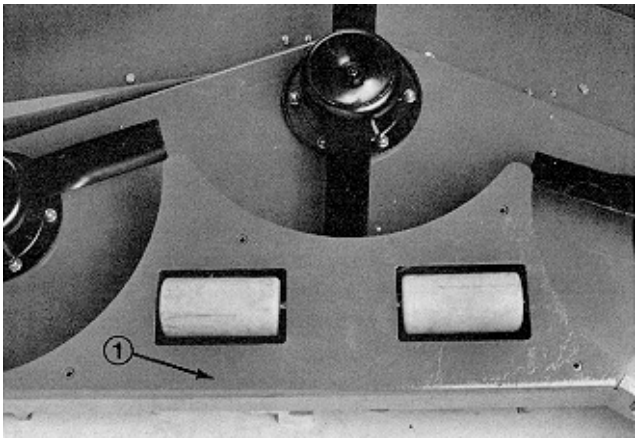

Figure 14
5. Using deflector as a template, mark and drill (3) 11/32" dia. holes through deck.
6. Secure deflector to deck with (3) 5/16–18 x 5/8" lg. capscrews and 5/16–18 locknuts.
8. Using existing holes, mount rear shelf to deck with (4) 3/8–16 x 1" lg. capscrews and 3/8 lockwashers (Fig. 14).